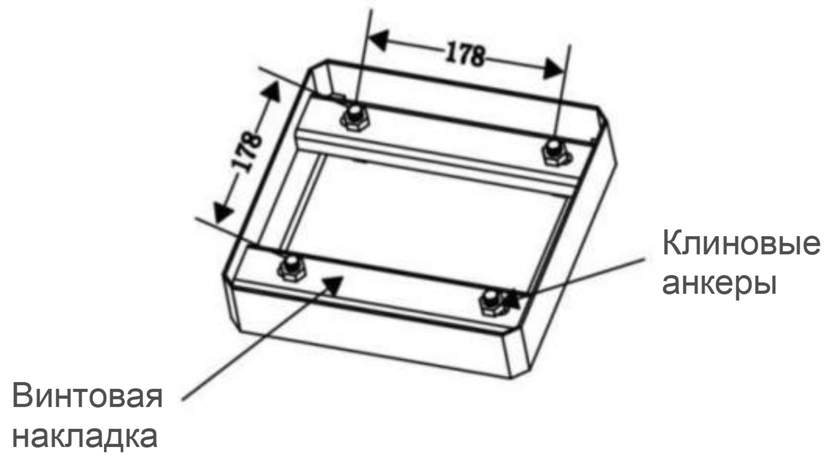

Рис. 2.2.
- Вставьте четыре клиновых анкера в отверстия, как показано на **рис. 2.2.**